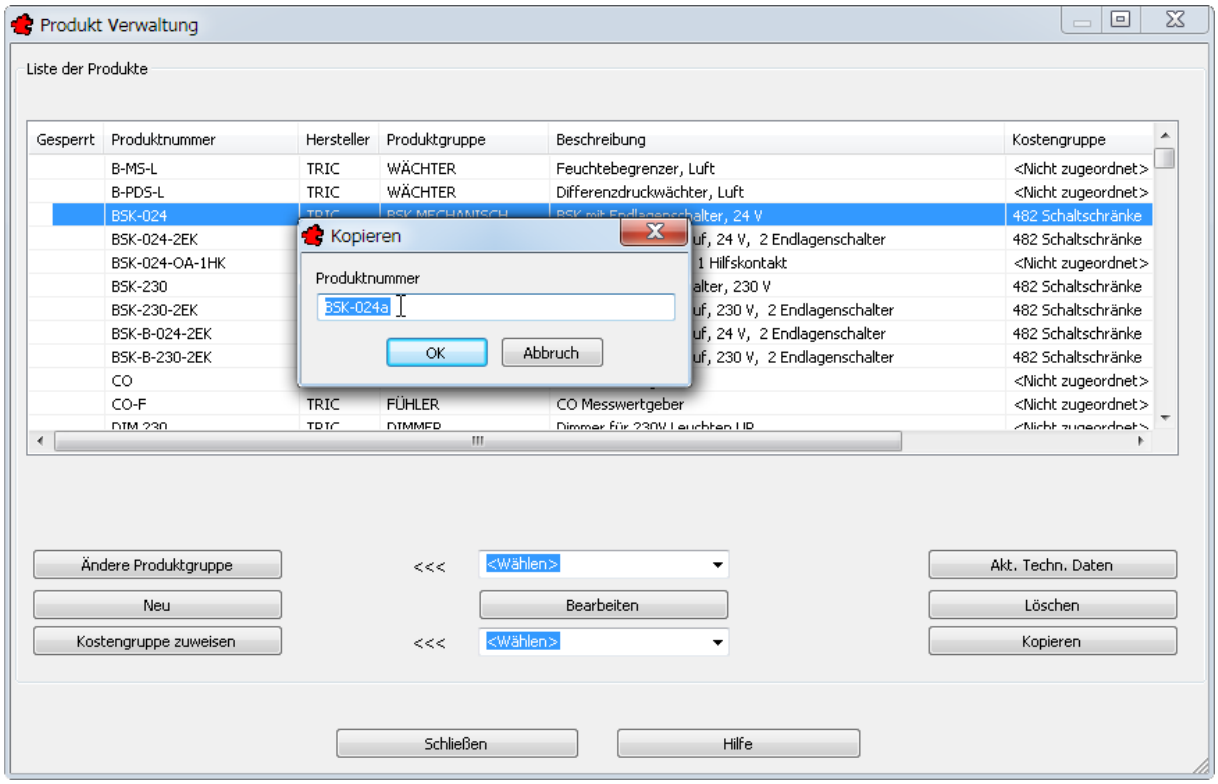

Bild 36.20 – Kopieren eines Produktes
- Die Kopie benötigt allerdings eine neue *Produktnummer* (Abb. 36.20).